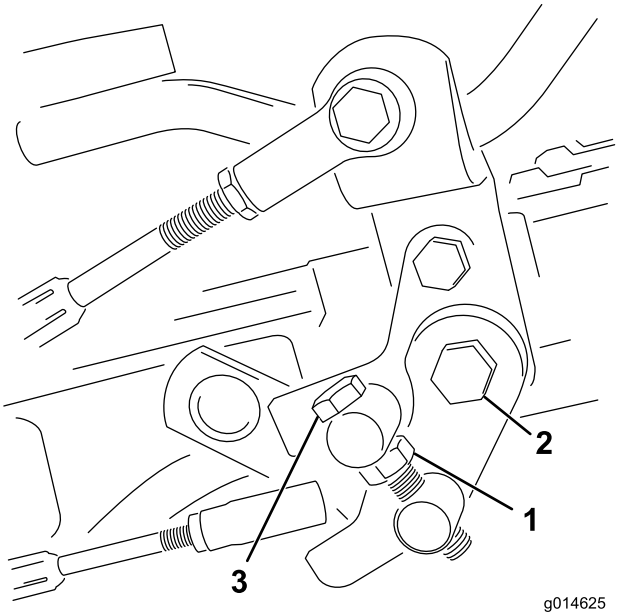

**Figur 50**
1. Løsne låsemutteren på vuggetappbolten (Figur 50).
4. Stram låsemutteren på vuggetappbolten og mutteren på pedaltappen for å låse justeringen (Figur 50). Sjekk justeringen, og juster etter behov.